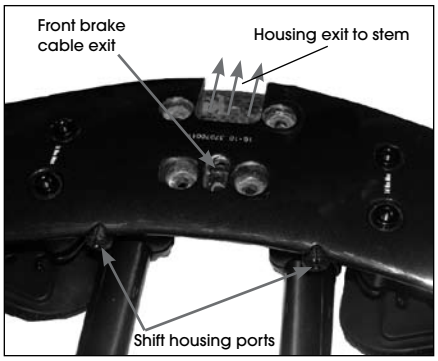

Figure 2. Cable routing through aerobar
3. Slide the housing into the aerobar (Figure 2) until you can connect the aerobar to the stem.